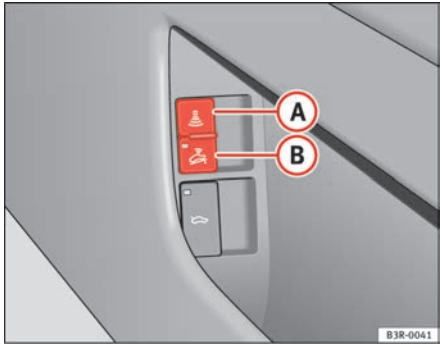

Fig. 79 Interior monitor switch
– Open the door and pull out the switch (A) (with the symbol) to one side of the storage compartment, in the driver's door ⇒ fig. 79.
– Open the door and pull out switch (B) (with the symbol) to one side of the storage compartment, in the driver's door ⇒ fig. 79.